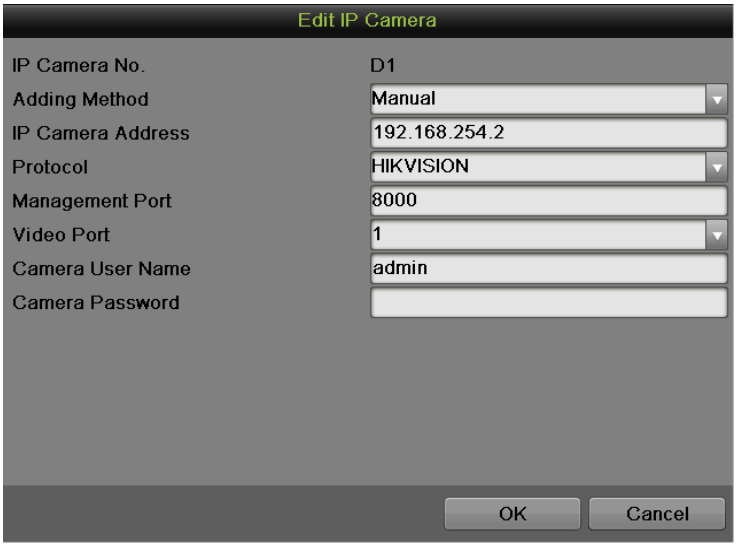

Figure 114 Edit IP Camera
1. Click in the added camera list to pop up an Edit IP Camera menu, as shown in Figure 114.